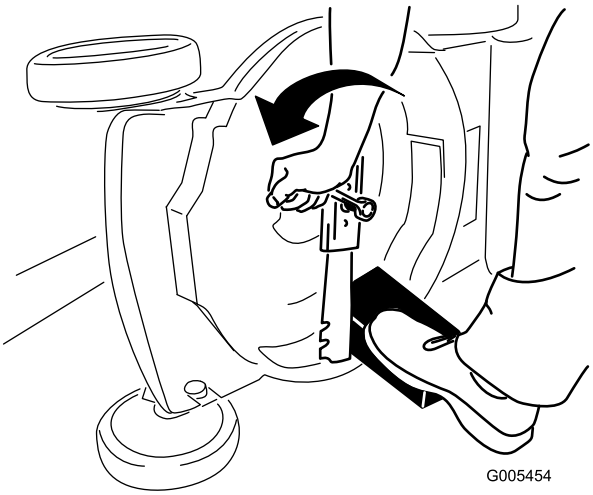

Figure 21
3. Immobilisez la lame avec un morceau de bois (Figure 21).
4. Déposez la lame mais ne jetez pas les fixations (Figure 21).